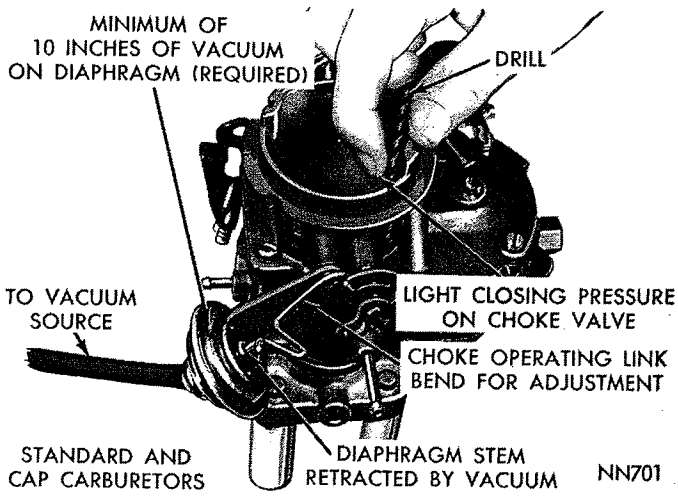

***Fig. 15—Checking the Choke Vacuum Kick Setting***
(1) With engine **Not** running, open throttle valves far enough to allow choke valve to be moved to closed position.
(2) Disconnect vacuum hose from diaphragm and connect hose from vacuum supply as shown in (Fig. 15). A minimum of 10 inches of mercury (HG) will be required.
(3) Insert a Number 16 drill (manual transmission) or a Number 30 drill (automatic transmission) between the choke valve and wall of air horn on either the CAP or Standard Carburetors (Fig. 15). Apply sufficient closing pressure on the choke shaft lever to provide the smallest choke valve opening possible without distortion of the diaphragm link. Note that the cylindrical stem of the diaphragm will extend as an internal spring is compressed. The spring must be fully compressed for proper measurement of the kick adjustment.
(4) An adjustment will be necessary if a slight drag is not obtained as the drill or gauge is being removed.
(7) Install choke operating link and recheck choke valve opening, using a gauge or drill. Refer to (Fig. 15).